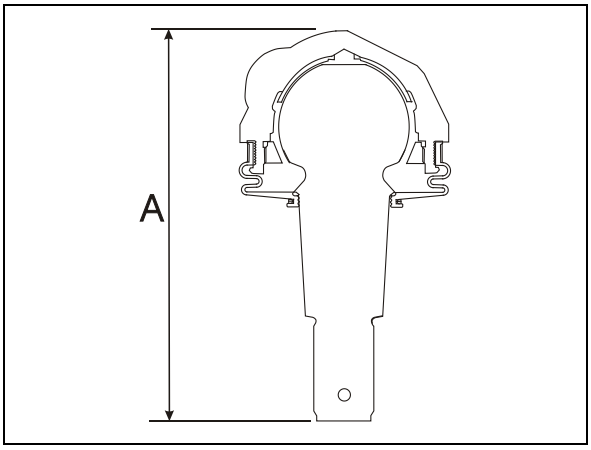

FIGURE 17: UPPER A-ARM BALL JOINT 16116
2. Using a caliper, measure dimension “A” on Figure 17.